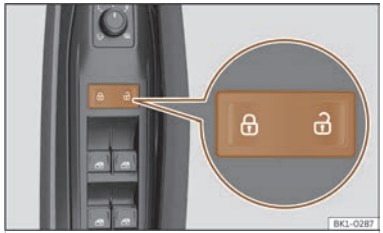

**Fig. 75** On the driver's door: central locking button.
- Lock: press the button >>> Fig. 75.
- Unlock: press the button >>> Fig. 75.